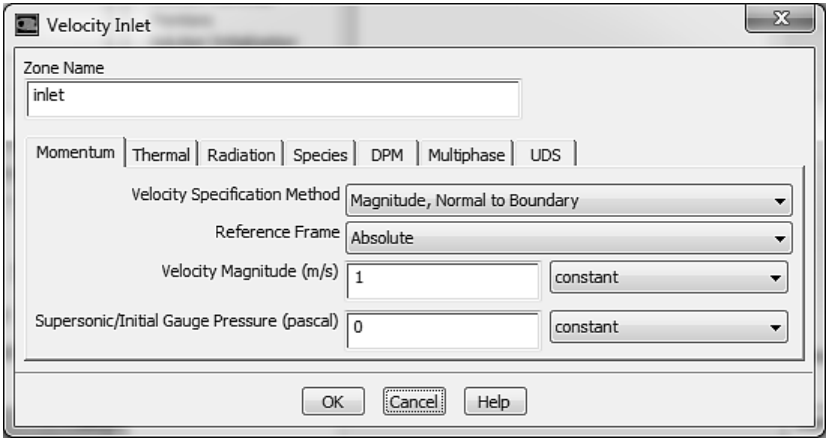

Рис. 44.
2) В появившемся окне Velocity Inlet, рис. 44 вбираем значение Velocity Specification Method равным Components и устанавливаем значение Axial-Velocity(m/s) равным 1.